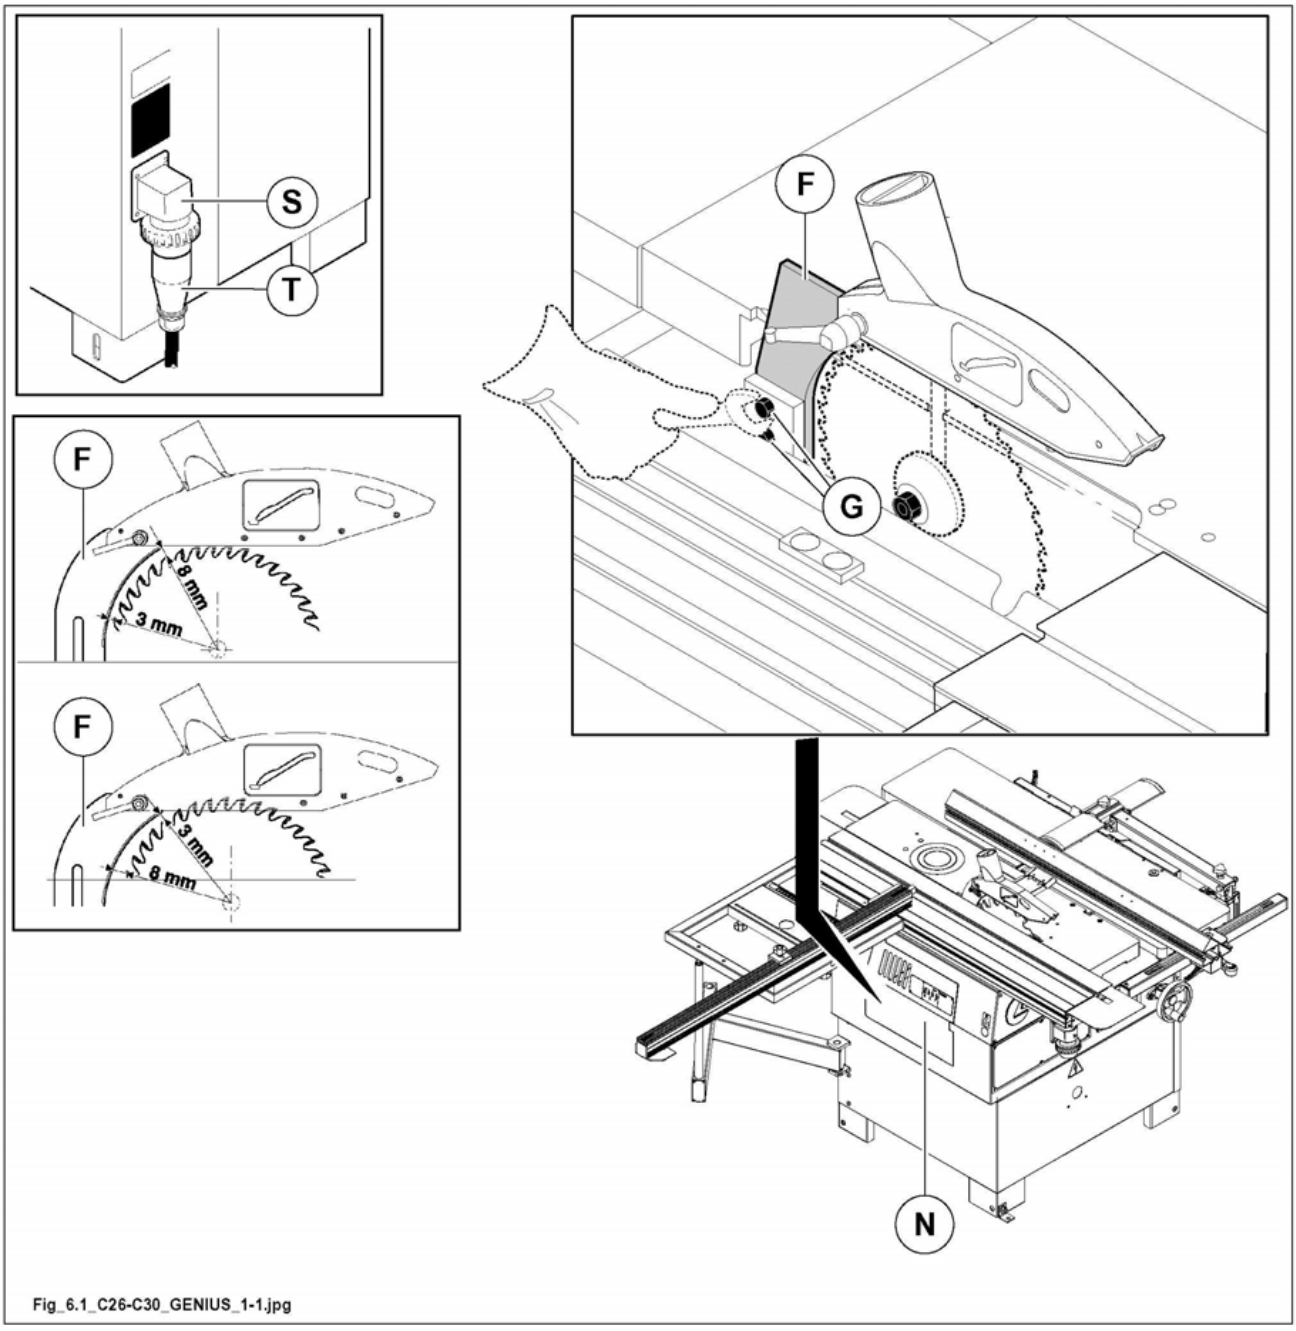

Fig. 6.1
2) Open the door (N fig. 6.1).
3) Adjust dividing knife (F fig. 6.1) height by unloosing nuts (G fig. 6.1).